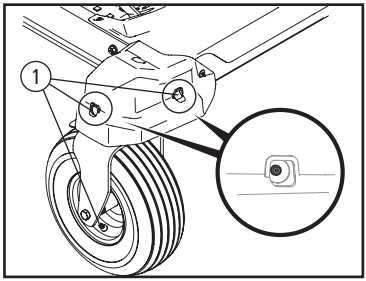

Fig. 20
Cada um dos eixos e aros das rodas dianteiras é equipado com bico (1) graxeiro. Lubrifique com graxa aplicada usando engraxadeira a cada 25 horas de operação [Fig. 20].